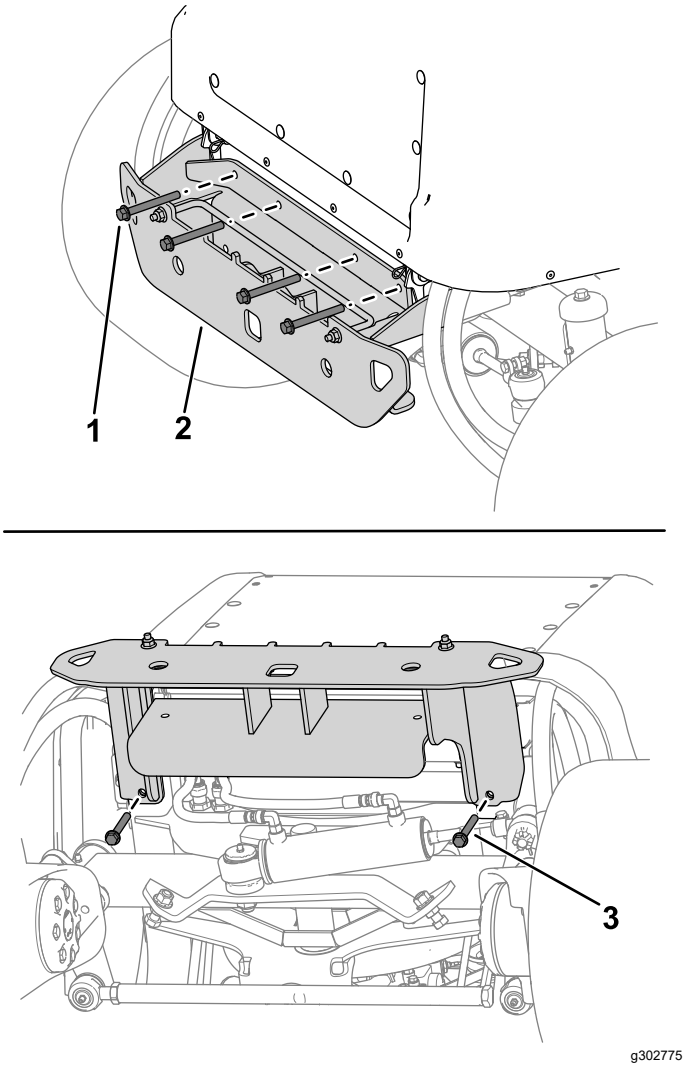

Bild 14
2. Befestigen Sie den oberen Bereich des Stoßfängers mit vier Schrauben (⅜" x 3¼") und 4 Muttern (⅜") lose am Maschinenrahmen, wie in Bild 14 dargestellt.
3. Befestigen Sie den Stoßfänger mit zwei Schrauben (⅜" x 2¾") und zwei Muttern (⅜") lose unter dem Maschinenrahmen, wie in Bild 14 dargestellt.